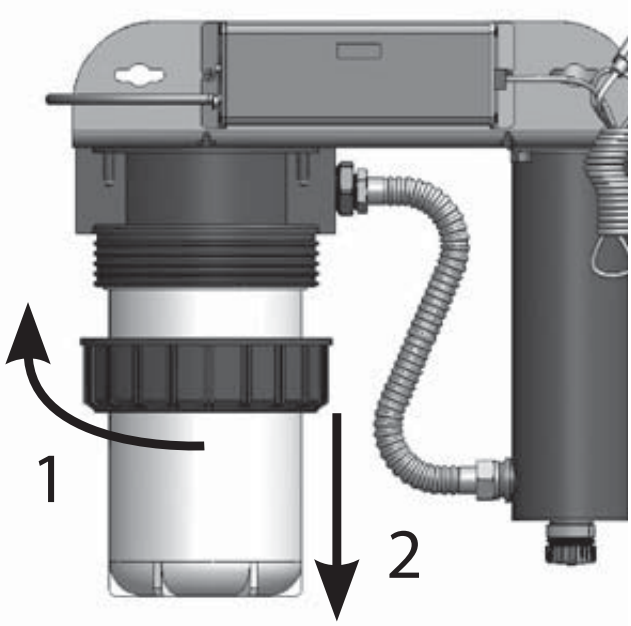

Figure 6 Dépose du boîtier de filtre
3. Déposer le boîtier du filtre de l'unité en tournant la bague bleue dans le sens contraire des aiguilles d'une montre jusqu'à ce qu'elle se détache de la tête. Retirer le boîtier du filtre blanc (faire attention car il sera plein d'eau et sera lourd). Consultez la Figure 6.